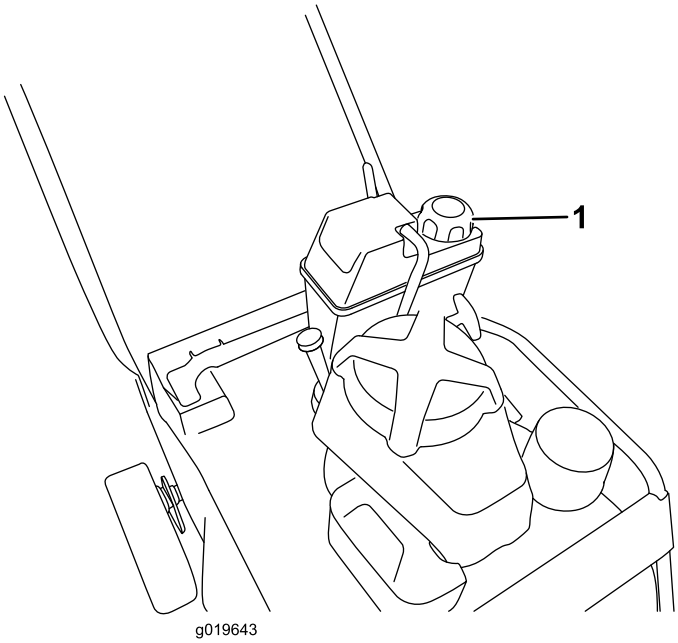

Figur 15
1. Rengjør rundt drivstofflokket (Figur 15).